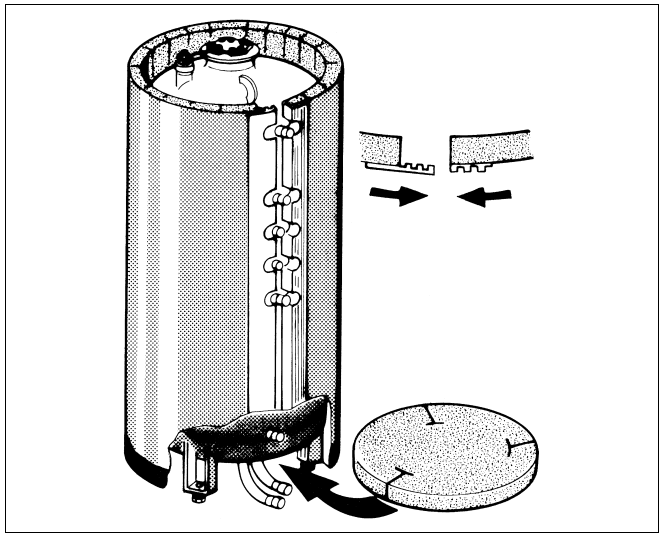

Afb. 11 Montage isolatie
Plaats de isolatiemantel met gaten zo rond de boiler dat de openingen overeenstemmen met de aansluitingen (afb. 11).
- Breng de beide andere uiteinden van de isolatiemantel samen en sluit ze (afb. 11).